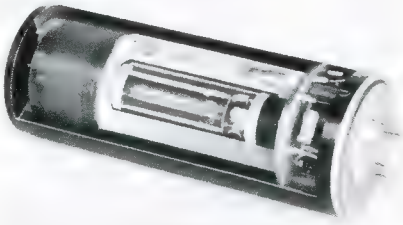

*Bild 14. Siemens-Quarz für niedrige Frequenz und höchste Frequenzkonstanz in einem Thermostaten mit Kontaktthermometer (aufgeschnitten fotografiert)*
*Bild 14* zeigt einen Siemens-Schwingquarz vom Typ QT 2a bzw. 2b im Thermostat mit einem bei Weitverkehrsröhren üblichen Spezialsockel. Hier ist ein Quecksilberkontakt-Thermometer eingebaut, das die elektrische Heizung des Thermostaten steuert und eine Ansprechempfindlichkeit von $\pm$ 0,02° C hat. Etwas weniger aufwendige Thermostaten arbeiten mit einer Bimetall-